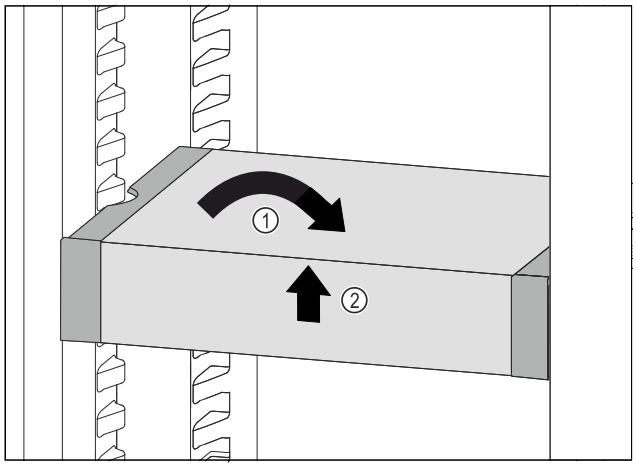

Fig. 115
▶ Poziționați drept VarioSafe. *Fig. 115 (1)*
▶ Ridicați în față VarioSafe. *Fig. 115 (2)*